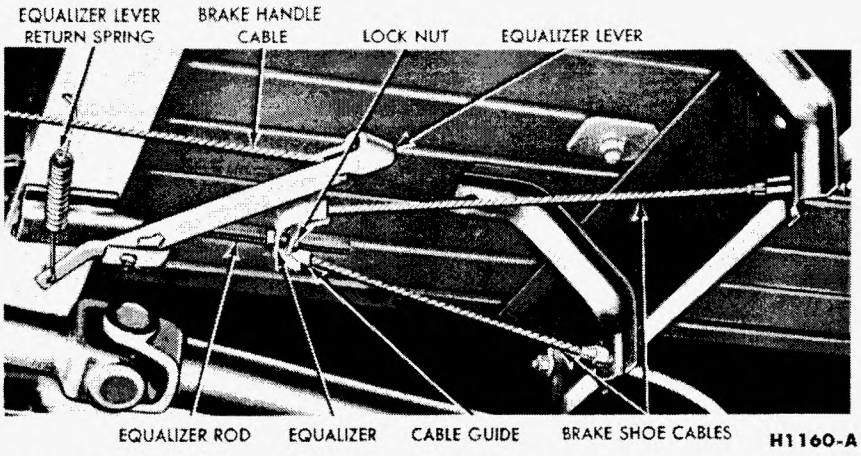

FIG. 41—Econoline Parking Brake Linkage
1. Push the equalizer lever slightly forward, and disconnect the ball end of the cable from the lever (Fig. 41).
3. Push the equalizer lever slightly forward, and insert the ball end of the cable in the slot on the equalizer lever (Fig. 41).
2. Loosen the lock nut on the equalizer rod (Fig. 41), then turn the nut in front of the equalizer several turns forward.